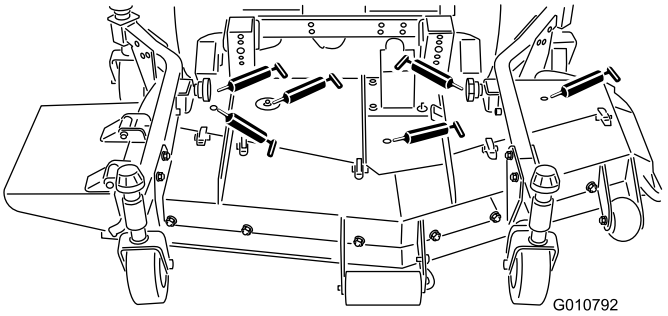

Figuur 17
- Lagers van de mesas (Figuur 17)
- Kogelverbindingen van rechter en linker duwarm (Figuur 17)